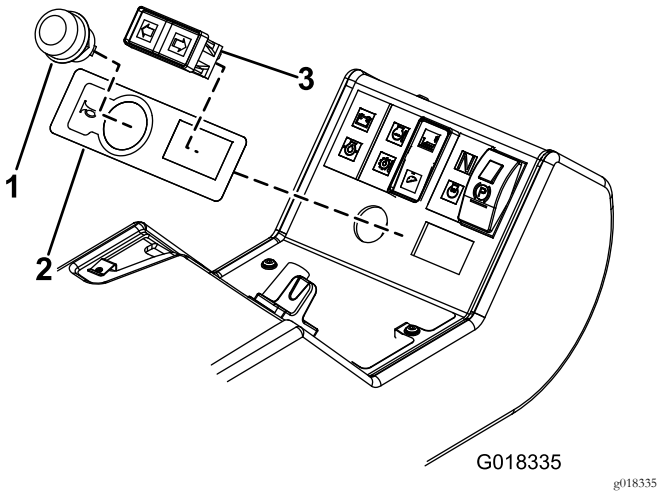
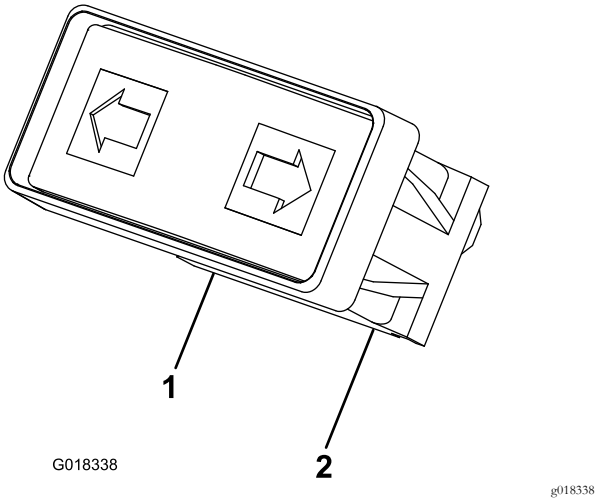

Figura 20
Figura 21
9. Applicate l'adesivo dell'avvisatore acustico; allineatelo con i bordi dei fori rotondo e rettangolare (Figura 20).
10. Montate il pulsante dell'avvisatore acustico e l'interruttore degli indicatori di direzione sul quadro di comando (Figura 20). Montate l'interruttore degli indicatori di direzione con i fili verdi/rossi a sinistra e con i fili verdi/bianchi a destra, come illustrato nella Figura 21.